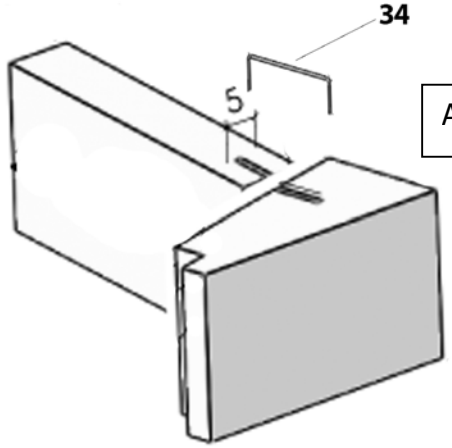

Abb.5
Zur Sicherung und Stabilität der Seiten- und Vordersteine werden die 3. und 6. Steinreihe mittels Sicherungsbügel verbunden. Dazu sind 4 Sicherungsbügel (34) beigefügt. Verbinden Sie damit die dafür vorgesehenen Steine 11+17,12+18, 24+29 sowie 23+30 (siehe Abbildung 5) .